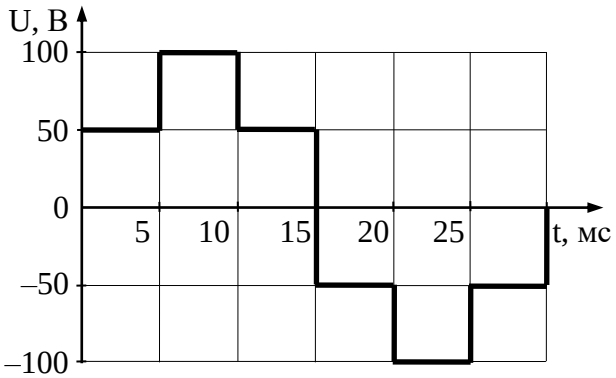

Рис. 2.
11. Пренебрегая погрешностями прибора, определите показания электродинамического вольтметра, если форма кривой напряжения сигнала имеет вид, изображенный на рис. 2.